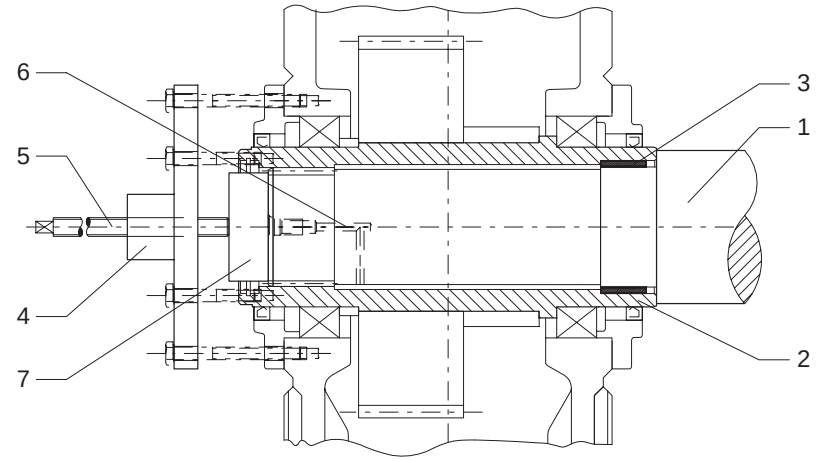
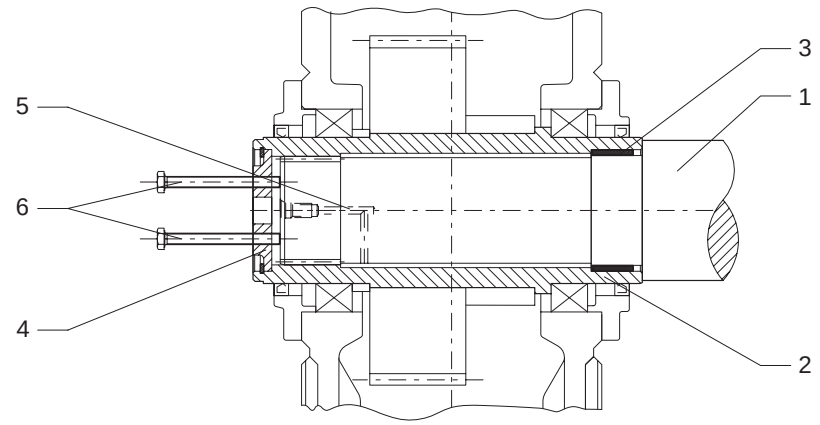

Fig. 5
Fig. 6
- If frictional corrosion has formed on the seating surfaces, press rust-releasing or other agent (e.g. with a pump) into the bore cavity to reach the seats. The rust releaser is forced in through the bores in the machine shaft (see fig. 5) or end plate (fig. 6).
- Depending on the facilities available, the gear unit can be forced off the shaft on site using forcing screws in an end plate (see fig. 6), a central threaded spindle or a Lucas hydraulic lifting unit.
- When the rust-releasing agent has taken effect, pull the gear unit off with the device as shown in figs. 5 or 6.
Caution! **If the counter force is provided not only by the hollow shaft, but by the housing also, as shown in fig. 5, the forces used must not exceed the values given in the following table.**